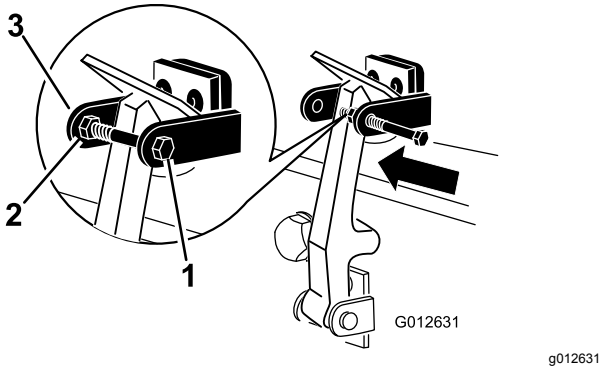

图 9
8. 将螺栓安装到机罩锁定支架的另一个臂直至将闩锁锁定到位图 9。